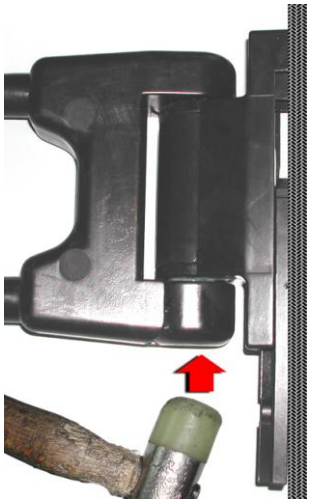

Rys. 1 Sposób wysuwania lusterka zewnętrznego prawego – wskazano miejsce, które należy popukać gumowym młotkiem
- trzymając ramię lusterka należy popukać plastikowym młotkiem w dolną powierzchnie uchwytu (Rys.1);